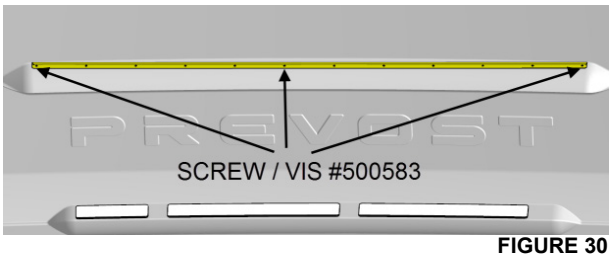

FIGURE 30
8. Preinstall the drip edge using three (3) screw #6x1/2 (#500583), see FIGURE 30.